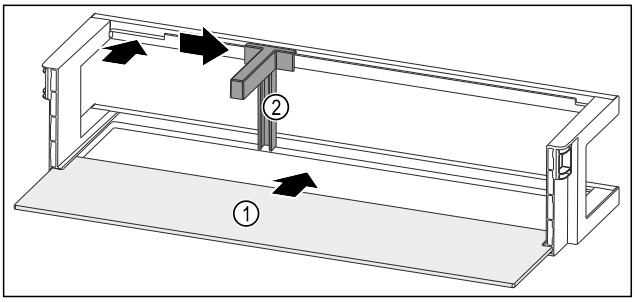

Fig. 217 带搁板的门边存放架
▶ 将搁板 *Fig. 217 (1)*推入侧面凹槽。
▶ 将瓶托 *Fig. 217 (2)*装入槽中。
▶ 将瓶托 *Fig. 217 (2)*推至一侧的所需位置。